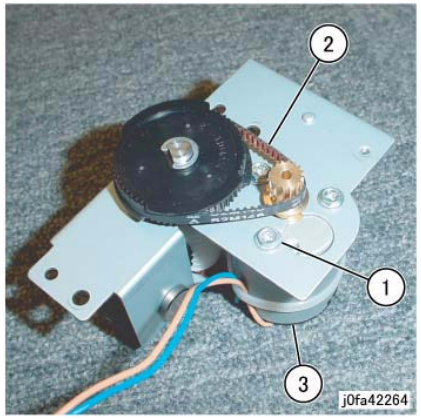

Figure 4 Removing the Stacker Motor)
10. Remove the Stacker Motor (Figure 4):